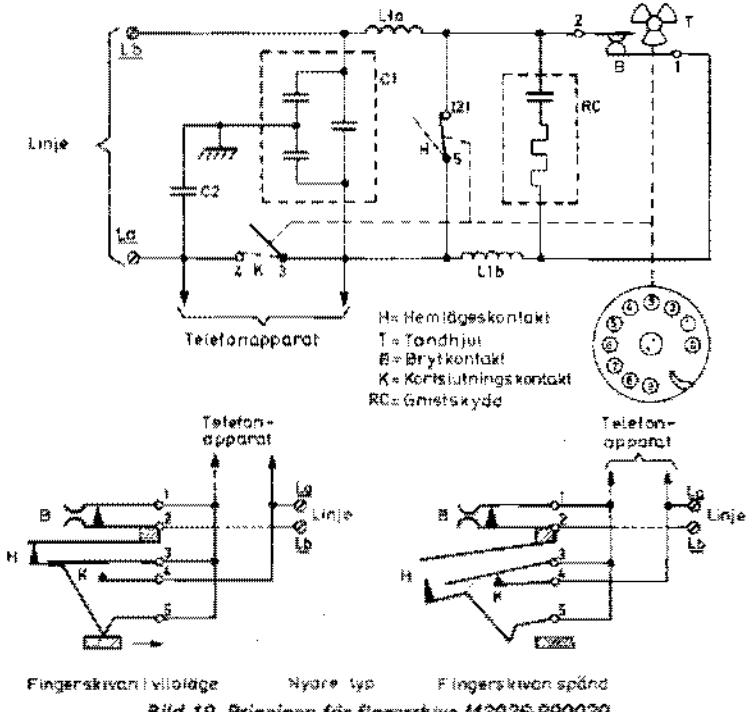

Bild 19. Principen för fingerskiva M3926-990030
- Nyare typ av fingerskiva (bild 19)